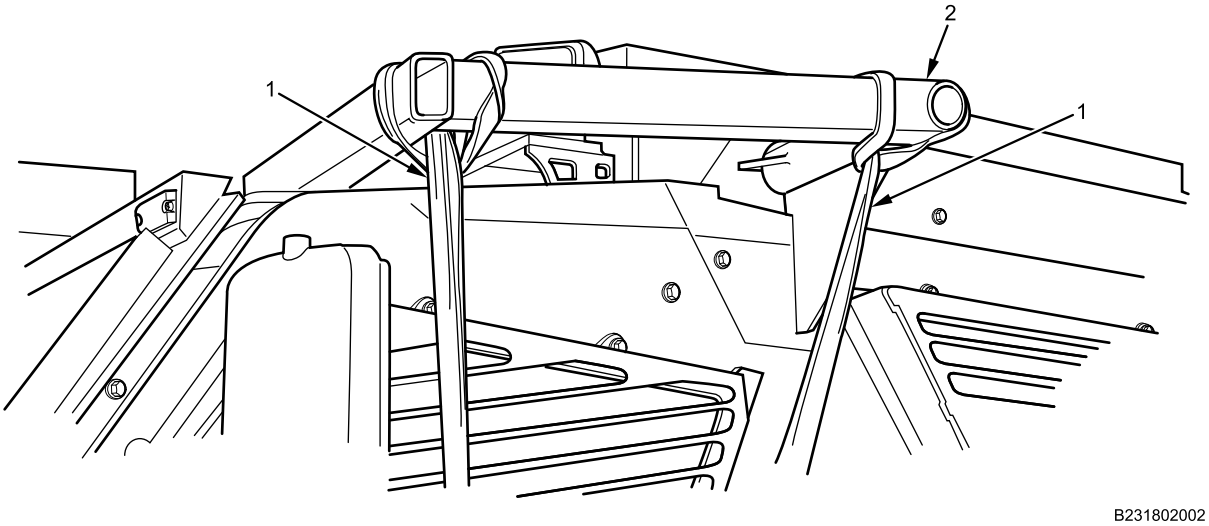

Figure 24. Belly Armor Kit Support.
14. Remove support brackets (Figure 24, Item 2), chain hoist, and straps (Figure 24, Item 1).
15. Install two bolts (Figure 24, Item 1), rubber bushings, nuts, and washers on lower right side battery box cover (Figure 24, Item 2). Torque bolts to 100 lb-ft (136 N•m).